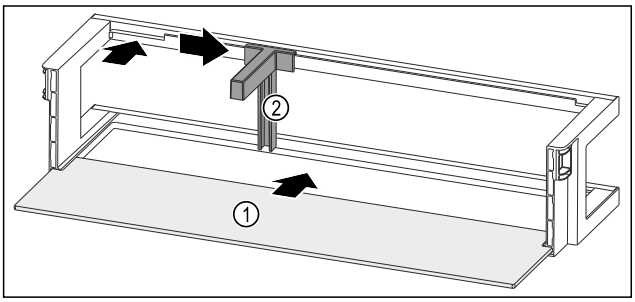

Fig. 202 带搁板的门边存放架
▶ 将搁板 *Fig. 202 (1)*推入侧面凹槽。
▶ 将瓶托 *Fig. 202 (2)*装入槽中。
▶ 将瓶托 *Fig. 202 (2)*推至一侧的所需位置。